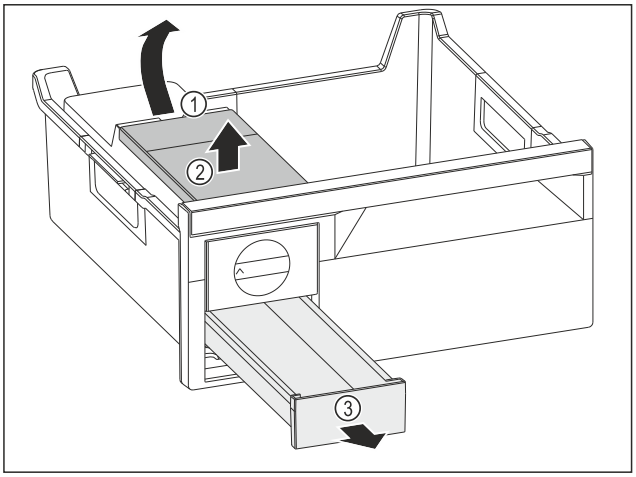

Fig. 181
▶ Retirer le réservoir d'eau : Soulever le réservoir d'eau hors de l'évidement *Fig. 181 (1)*.
▶ Retirer le réservoir d'eau *Fig. 181 (2)* vers le haut.
▶ Retirer le compartiment à glaçons *Fig. 181 (3)* vers l'avant.